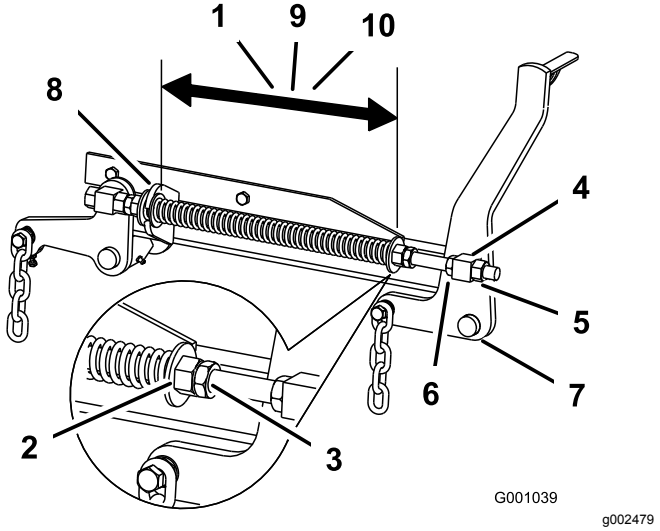

Figur 86
2. Sjekk avstanden mellom de to store skivene, den må være 28,2 cm for 52 tommers klippeenheter, 26,7 cm for 60 tommers klippeenheter, eller 29,2 cm for 72 tommers klippeenheter (Figur 86).
3. Juster denne avstanden ved å løsne låsemutteren for fjæren og mutteren foran hver fjær (Figur 86).
4. Lås mutteren i stilling ved å trekke til fjærens låsemutter (Figur 86).